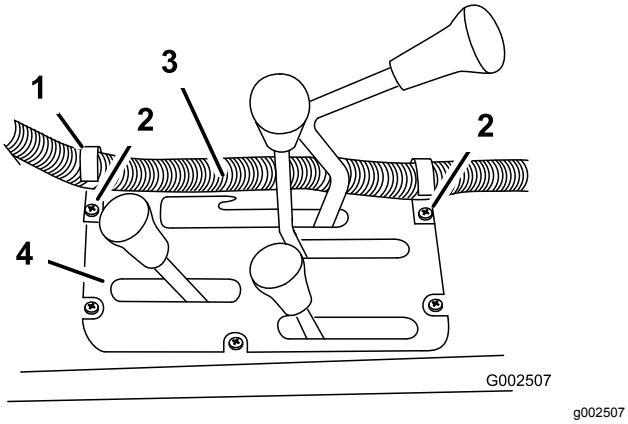
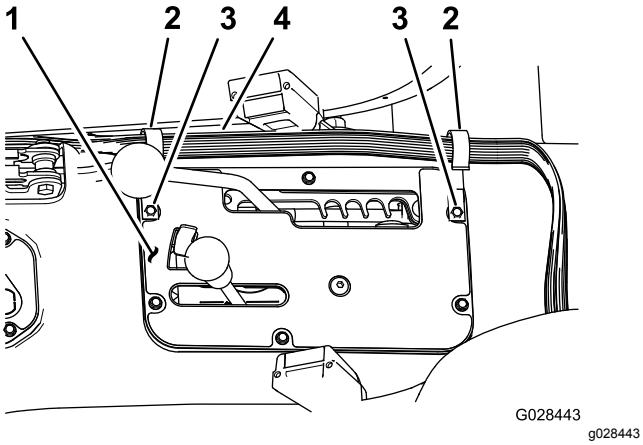

Figur 19
Figur 20
1. Monter to J-klemmer på midtkonsollen som vist i Figur 19 eller Figur 20, ved hjelp av de eksisterende skruene.